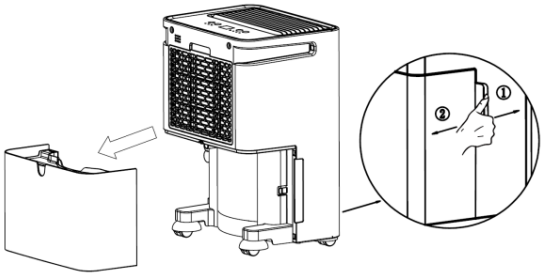

Fig 01
1. Retirar o reservatório de água, como indicado na Fig. 01, e drenar a água.